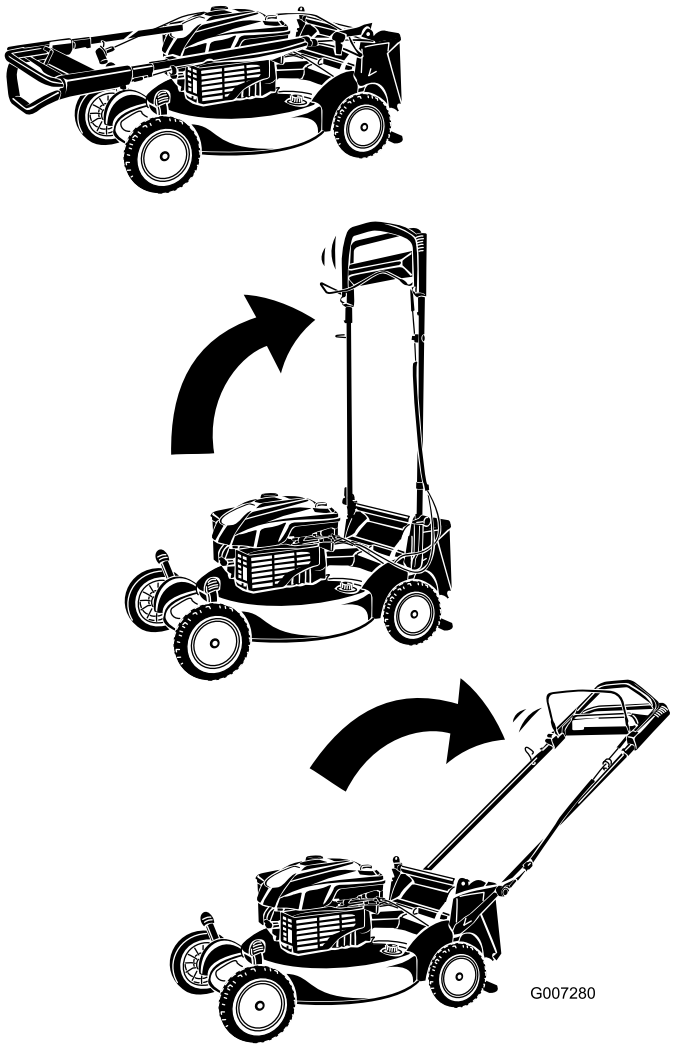

Rysunek 4
3. Obróć uchwyt do tyłu (Rysunek 4).